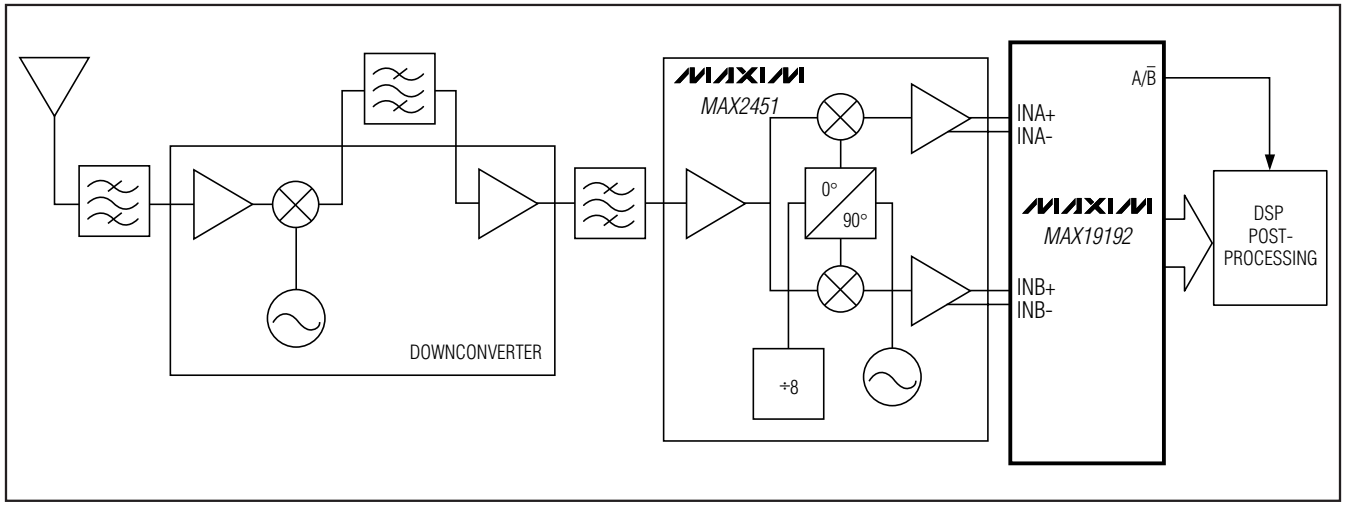

*Figure 12. Typical QAM Receiver Application*
Quadrature amplitude modulation (QAM) is frequently used in digital communications. Typically found in spread-spectrum-based systems, a QAM signal represents a carrier frequency modulated in both amplitude and phase. At the transmitter, modulating the baseband signal with quadrature outputs, a local oscillator followed by subsequent upconversion can generate the QAM signal. The result is an in-phase (I) and a quadrature (Q) carrier component, where the Q component is 90° phase shifted with respect to the in-phase component. At the receiver, the QAM signal is demodulated into analog I and Q components. Figure 12 displays the demodulation process performed in the analog domain using the MAX19192 dual-matched, 3V, 8-bit ADC and the MAX2451 quadrature demodulator to recover and digitize the I and Q baseband signals. Before being digitized by the MAX19192, the mixed-down signal components can be filtered by matched analog filters, such as Nyquist or pulse-shaping filters. The filters remove unwanted images from the mixing process, thereby enhancing the overall signal-to-noise (SNR) performance and minimizing intersymbol interference.